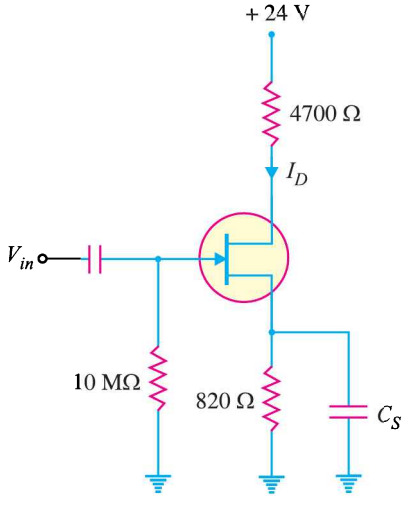

Fig. 19.64
3. In the *JFET* circuit shown in Fig. 19.64 if I_D = 1.9 mA, find V_{GS} and V_{DS}. **[– 1.56V; 13.5V]**